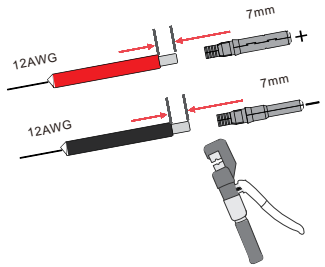

Figura 4.1-2 Crimpe el terminal al cable
Paso 2. Crimpe los terminales metálicos con unos alicates de crimpado, tal y como se muestra en la figura 4.1-2.